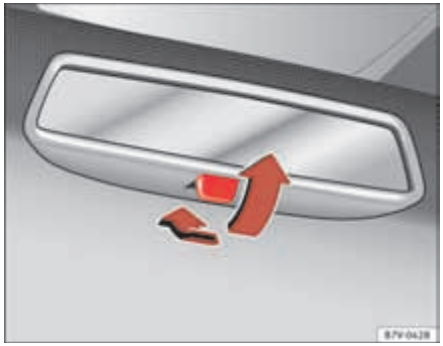

Fig. 78 Manual anti-dazzle function for rear vision mirror
- Pull the lever to the back to select the anti-dazzle function ⇒ fig. 78.